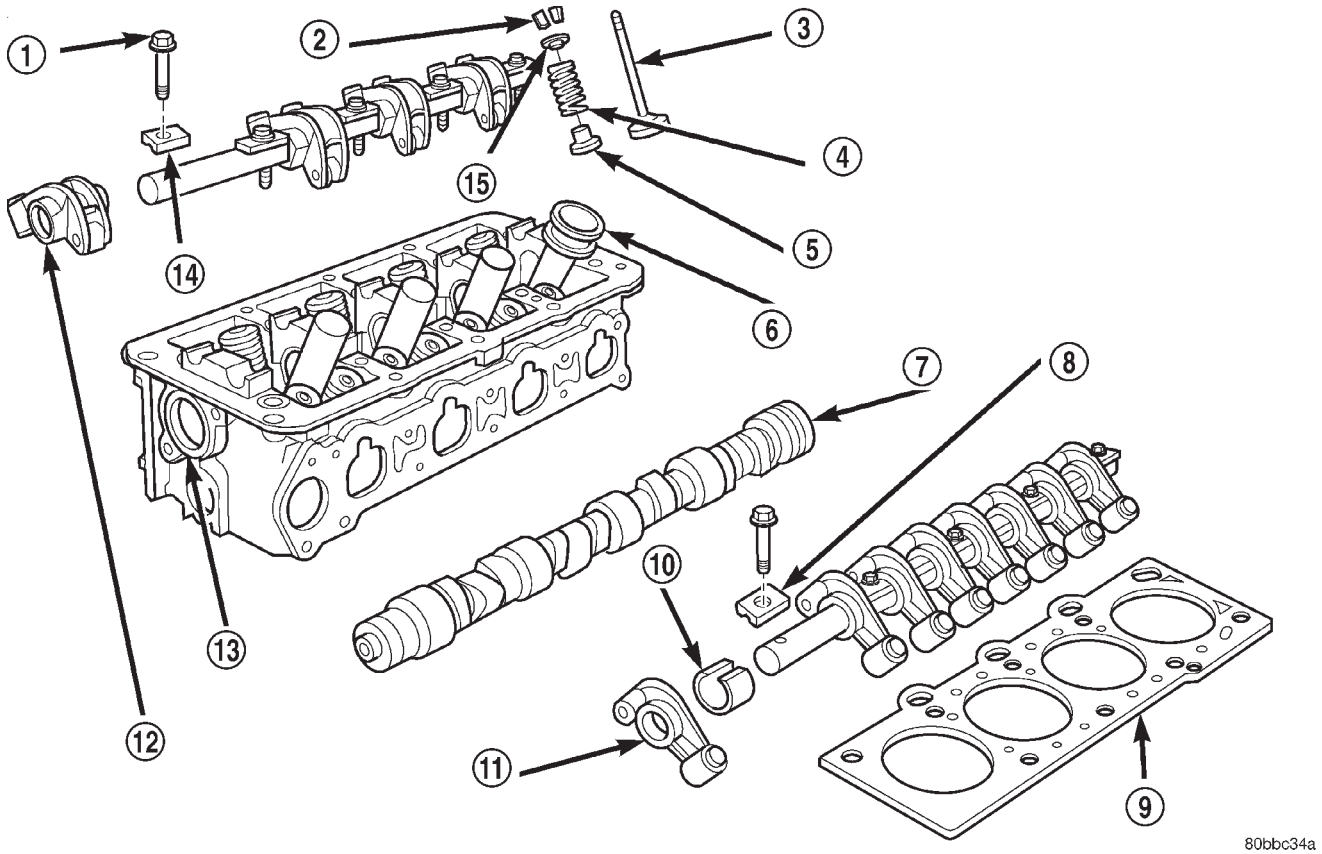

Abb. 55 Zylinderkopf
(35) Zylinderkopfschrauben herausdrehen.
(36) Zylinderkopf und Zylinderkopfdichtung abnehmen (Abb. 55).